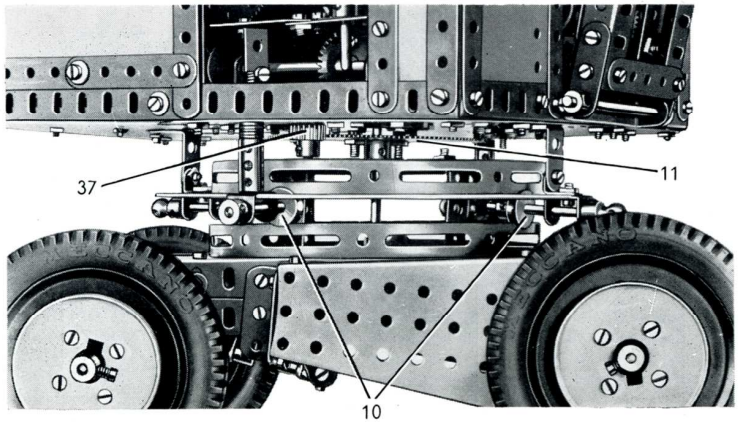

FIG. 5. *Vue de détail du roulement à galets monté sur la base mobile*
Le pignon (36) entraîne une roue de champ de 25 dents fixée sur une tringle de 9 cm. qui passe dans les rebords d'une bande coudée de 60×25 mm. tenue écartée du plancher de la cabine par une bande de 5 trous. Chaque rebord est renforcé par une équerre de 26×12 mm. boulonnée sur le rebord et sur le plancher. Un pignon d'angle de 26 dents monté sur la tringle de 9 cm. entraîne un pignon identique monté sur une tringle de 2,5 cm. qui passe dans le plancher de la cabine. Un pignon de 19 dents (37) (fig. 5) monté à l'extrémité inférieure de la tringle de 2,5 cm. engrène avec la roue (11) du roulement à galets.